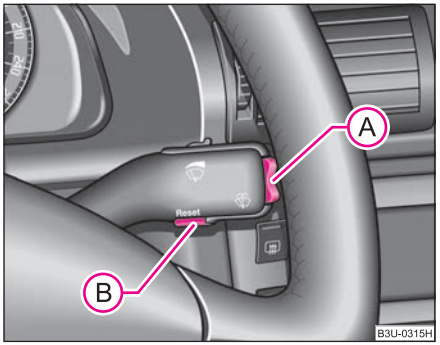

Fig. 11 Information display: Control elements
– You can activate the menu by pressing the rocker switch (A) ⇒ fig. 11 for more than 1 second.
– You can select the menu through the rocker switch (A). The selected information is displayed after pressing the button (B) for a short time or after releasing the rocker switch (A) (after about 4 seconds).
The error messages are faded out after 10 seconds or by actuating the rocker switch Ⓐ ⇒ page 23, fig. 11 and are stored under the information **CAR STATUS**.